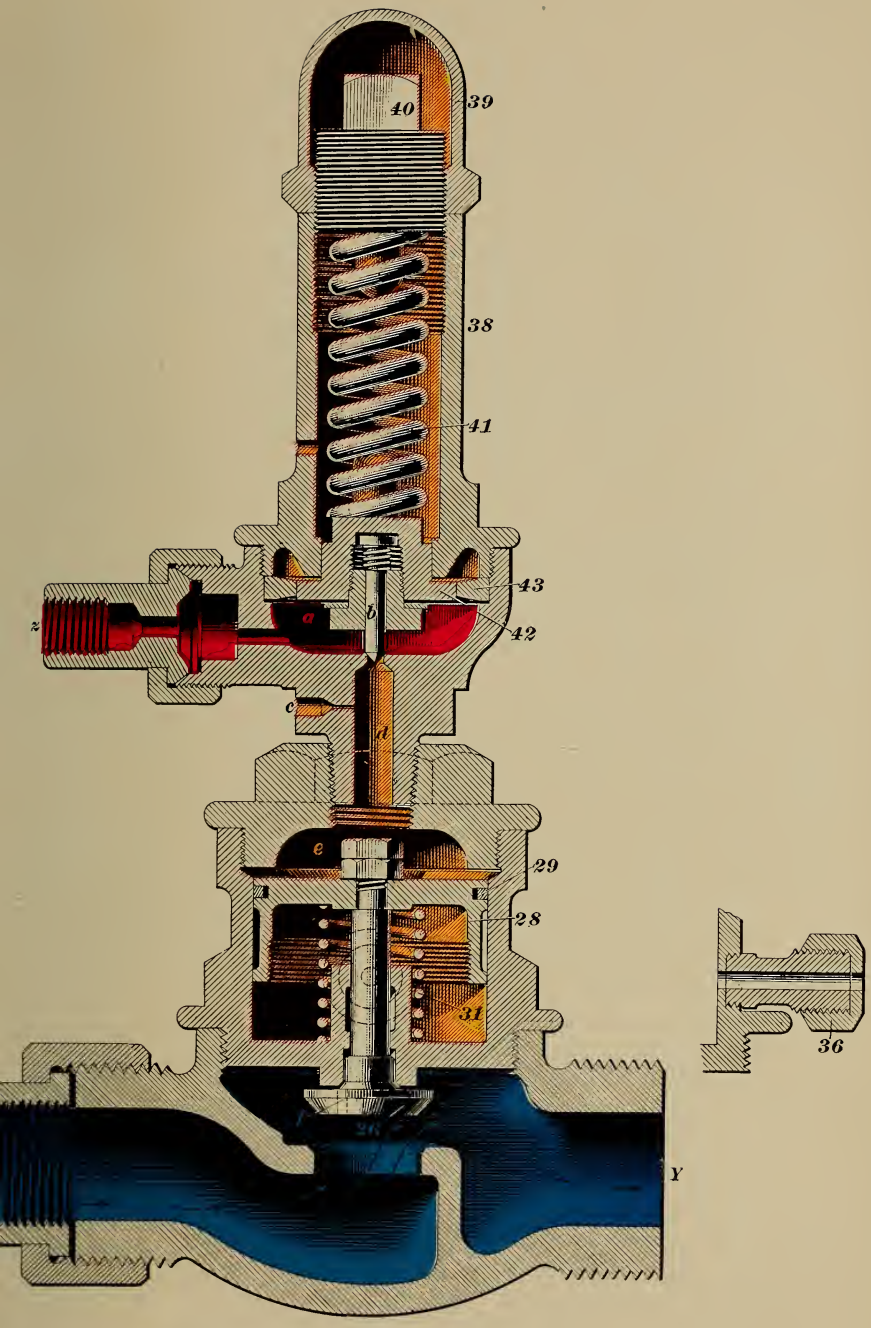
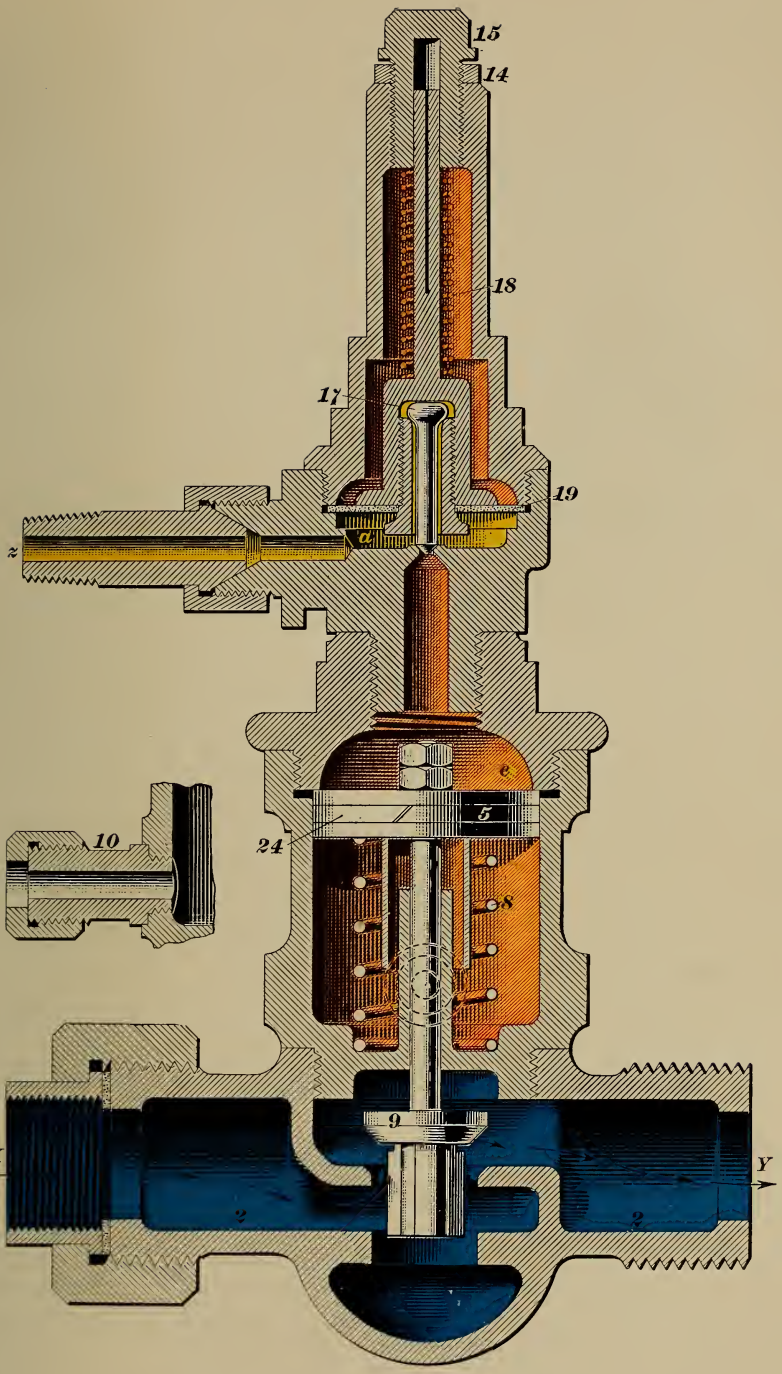

FIG. 3.
FIG. 4.
25. The operation of the old style of pump governor, Fig. 4, is so nearly similar to that of the improved type, Fig. 3, that a description of the latter will suffice for both. The characteristics of the two governors will be considered later on.
The steam-supply pipe to the air pump leads from the top of the dome to a throttle, usually conveniently situated in the cab. From the throttle, the pipe leads to the steam connection *X*, Figs. 3 and 4, of the **pump governor,** the other connection *Y* of which is piped to the pump, as shown in Fig. 1. In order to reach the pump, all steam must pass through the pump governor, whose function is to shut off steam from the pump when the desired air pressure is obtained, and to admit it again when the air pressure falls below the amount desired.
When used in connection with a D-8 engineer's brake valve having an excess-pressure valve, the governor is connected to, and operated by, train-pipe pressure, the pipe connection being made to *z*, Figs. 3 and 4. When used with the F-6 brake valve having the feed-valve attachment, the governor is operated by main-reservoir pressure, the pipe connection to the governor being made at *z*, as before.
26. Referring to Fig. 3, it will be seen that chamber *a* is in direct communication with the pipe connection *z* that leads to the main-reservoir pressure when used with the F-6 brake valve. *42* is a brass diaphragm that, in moving, operates the pin valve *b*. *41* is a regulating spring that tends to drive the diaphragm *42* down with a force just a trifle less than the pressure in *a* at which the governor is intended to operate. *28* is the governor piston, to which the steam valve *26* is attached by means of its stem and the locknuts. *31* is the piston spring, whose duty is to hold the steam valve *26* from its seat when there is no air pressure above piston *28*; it does this by forcing the piston upwards, carrying the valve *26* along. *29* is a packing ring, made a sufficiently good fit to prevent any serious
leakage of air from chamber *e* past the piston. In the old style of governor, Fig. 4, the packing ring *24* was made loose so that air would leak past piston *5*. This point, however, will be taken up again when describing the operation of the governor.
27. The regulating spring *41* is, as a general practice, adjusted so that it will just withstand a main-reservoir pressure of 90 pounds pushing upwards on the diaphragm *42* (see Fig. 3). When the pump is in operation, the pressure in the main reservoir, and, consequently, in chamber *a* of the governor, increases until a pressure of 90 pounds is reached. When the pressure in chamber *a* just slightly exceeds the pressure exerted by the regulating spring *41*, the diaphragm *42* is raised, carrying the pin valve *b* with it. The air in chamber *a* passes by the unseated pin valve *b*, down through port *d*, and into chamber *e* on top of the piston *28*, forcing it down and thus seating the steam valve *26*. As long as main-reservoir pressure
The *improved* governor is provided with a relief port *c*, Fig. 3, the object of which is to enable the governor to start the pump promptly when the pressure in chamber *a* allows the pin valve *b* to close. The relief port communicates with chamber *e*,